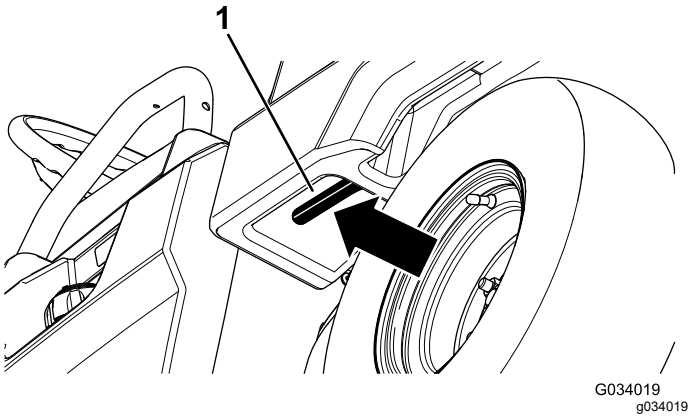

Figuur 13
1. Trek de hendel aan de linkerkant in de laadbak naar u toe en breng de laadbak omhoog (Figuur 13).
1. Til de laadbak licht omhoog door de grendelhandgreep omhoog te brengen (Figuur 13).